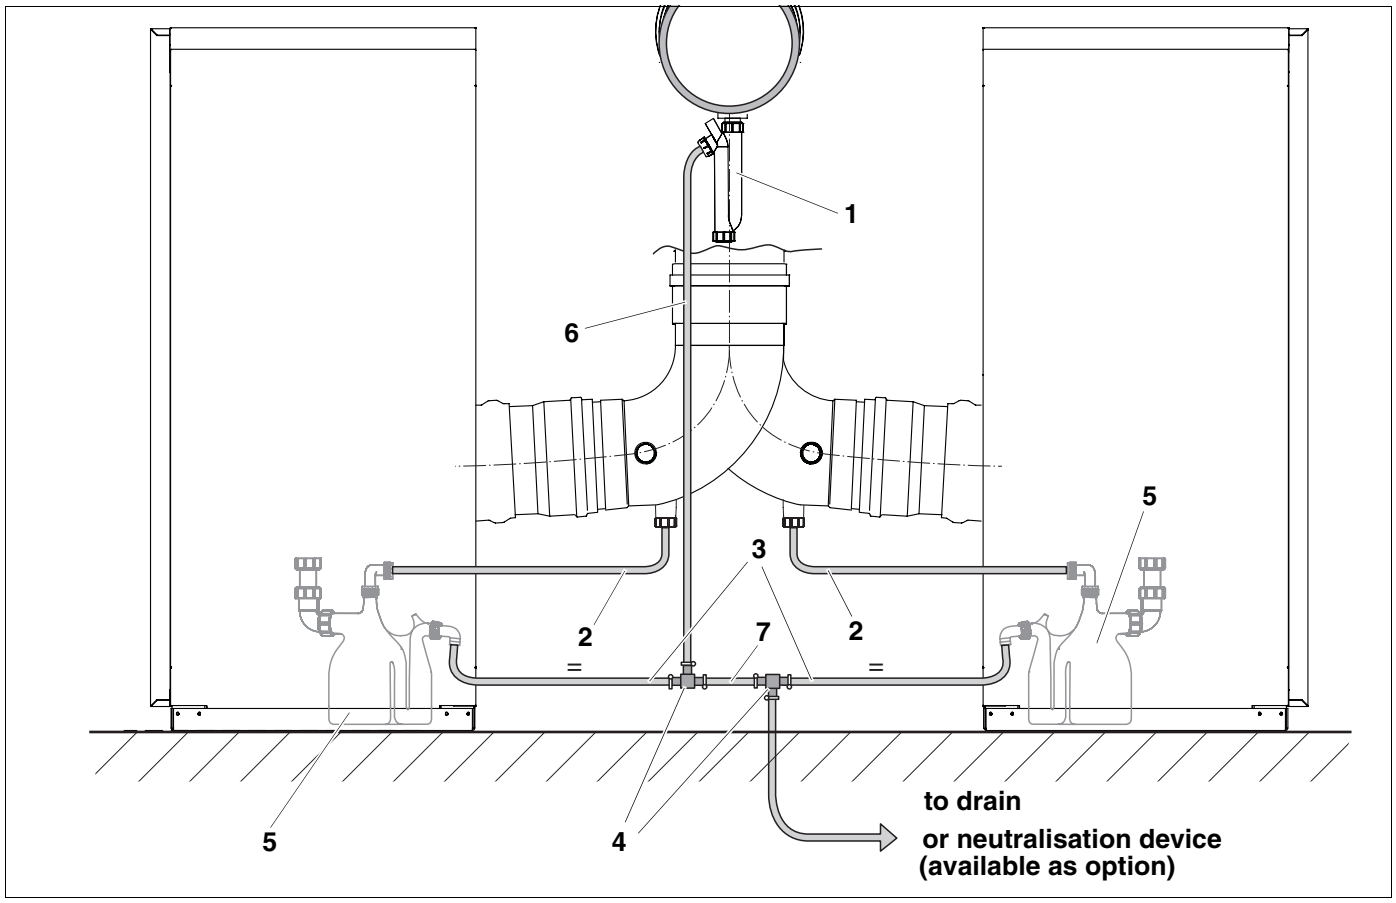

Fig. 9 Condensate pipework (general layout)
- Screw the siphon (Fig. 9, **Item 1**) with inserted gasket onto the flue gas header.
- Route the corrugated hose (Fig. 9, **Item 6**) between the tees (Fig. 9, **Item 4**) and the siphon and secure using a pipe clip.
- Fit the second tee (Fig. 9, **Item 4**) and the condensate pipe (Fig. 9, **Item 7**) to the first tee (see Fig. 9) using pipe clips.
- Cut two further condensate pipes (Fig. 9, **Item 3**) to length according to the boiler clearances and connect between the tees and the boiler siphons (Fig. 9, **Item 5**) according to Fig. 9, and secure using pipe clips.
- Route condensate pipe (Fig. 9, **Item 2**) between the boiler siphon (Fig. 9, **Item 5**) and the pipe bend according to Fig. 9.